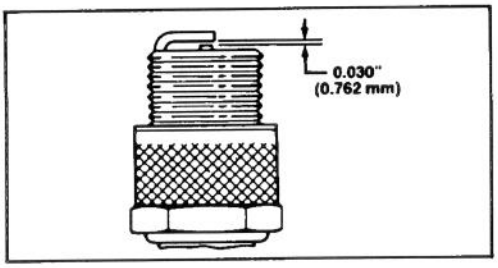

Figure 13
3. Set air gap at 0.030" (0.762 mm) (Fig. 13). Install correctly gapped spark plug and gasket seal. Tighten plug firmly to 15 ft-lb (20.4 N·m).